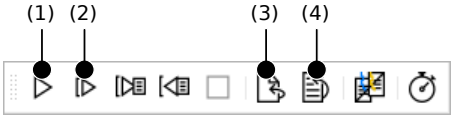

Figure 2.6: The basic execution buttons: (1) run continuously, (2) run step-by-step, (3) stop, (4) reset.
- Click `Execute` ▷ `Run` or click the corresponding button (1) from the tool bar (see figure 2.6).
- Click `Reset Program Execution` (4) to reset the program to its initial state. (see figure 2.6).
- Using the button `Step Over` (2) you can execute the program line by line and inspect the immediate effect of each instruction.